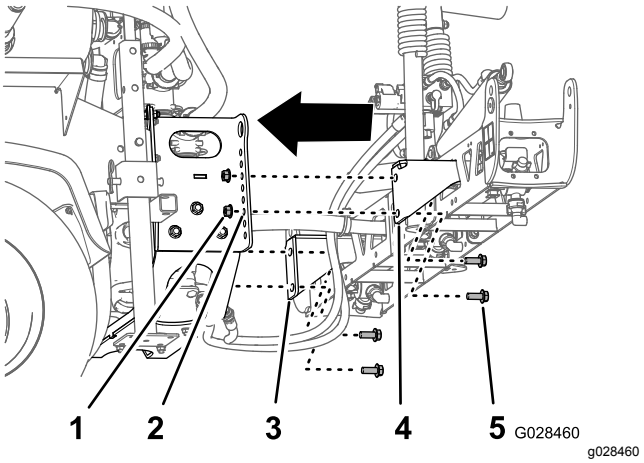

**Figur 39**
2. Rett inn det nederste hullet i monteringsbraket-tene til den midtre bommen med det tredje hullet fra bunnen av i bomstøttene på sprederens glideramme, som vist i Figur 39.